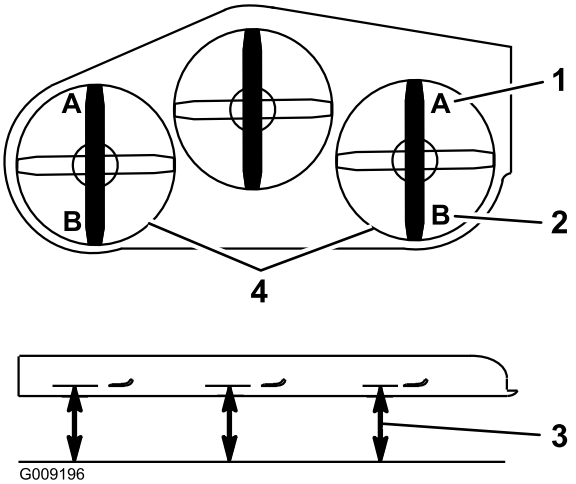

Figur 85
Bemærk: Afstanden skal være 7,6 cm, se Figur 85.
15. Mål fra den plane overflade til skæreknivens bageste spids på begge sider af skjoldet (position B). Afstanden bør være 8,3 cm; se Figur 85.